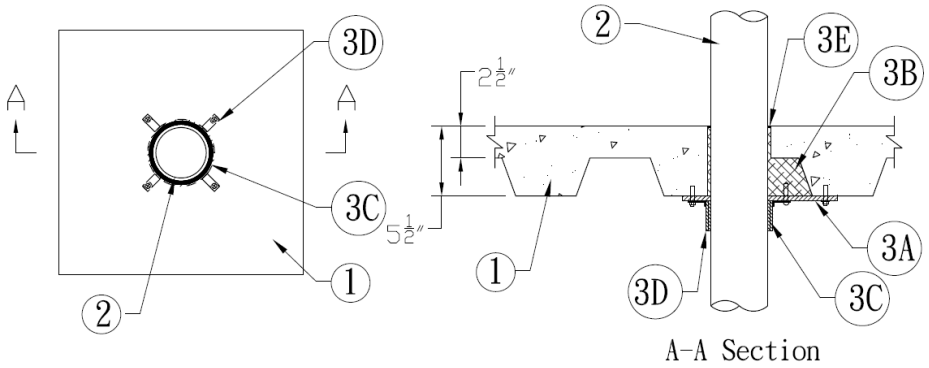

Figure 1. Through Penetration Firestop System
1. **SUPPORTING CONSTRUCTION:** Refer to Figure 1. Create a 5 in. diameter, round through-opening in a Code-conforming, 2 hour fire-resistance rated floor assembly consisting of the following min. construction features:
2. **PENETRATING ITEM:** Refer to Figure 1 and Table 1. Position a nominal 4 in. diameter Schedule 40 plastic pipe centered in the opening made in the Supporting Construction (Item 1). Use XFR, ABS, PPR, or PVC pipe. Establish an annular space between the Penetrating Item and the Supporting Construction (Item 1).
3. **FILL, VOID, OR CAVITY MATERIAL:** Refer to Figure 1 and Table 1. Apply the following materials as indicated below: